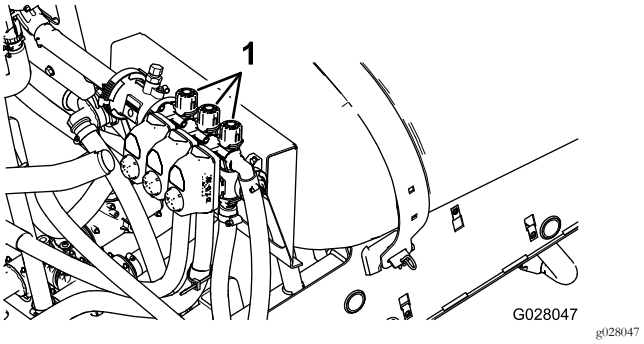

Figura 107
11. Desligue a rampa esquerda e ajuste o manípulo de distribuição da rampa (Figura 107) até que a leitura da pressão se encontre no nível previamente ajustado (habitualmente 2,75 bar).
13. Ajuste o manípulo de distribuição da rampa direita (Figura 107) até que a leitura da pressão se encontre no nível previamente ajustado (habitualmente 2,75 bar).
15. Ajuste o manípulo de distribuição da rampa central (Figura 107) até que a leitura da pressão se encontre no nível previamente ajustado (habitualmente 2,75 bar).